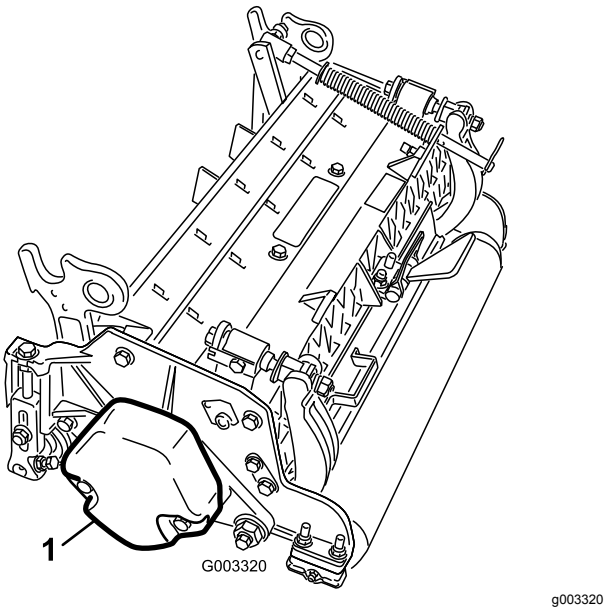

**Figur 3**
4. Sørg for, at kontravægten (Figur 3) er monteret i den rigtige ende af klippeenheden som beskrevet i *betjeningsvejledningen* til klippeenheden.